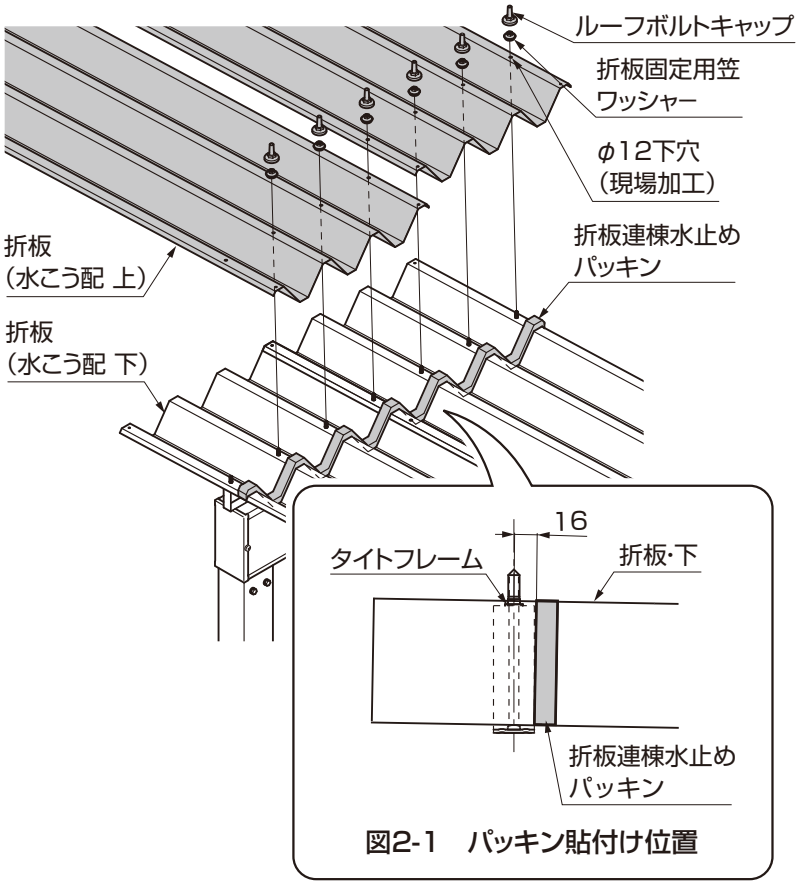

図2-1　パッキン貼付け位置
①水こう配下側の折板を取付けてください。
②水こう配下側の折板に折板連棟水止めパッキンを貼り付けてください。（図2-1参照）
③水こう配上側の折板を取付けてください。
④奥行柱ピッチ2400以上の場合、折板ボルトの取付けが必要になります。（D522(MAM-45)、D523(MAM-46)「取付説明書-基本･横連棟-」参照）
●パッキンの貼付け位置は、タイトフレームから16mmでタイトフレームの水下側になります。（図2-1参照）